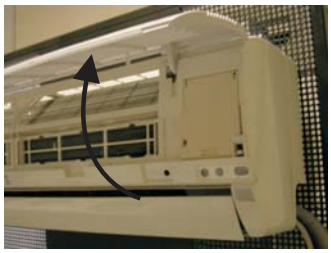

Fig. 2
2. Pull up the intake grille until it falls off.(Fig. 2)